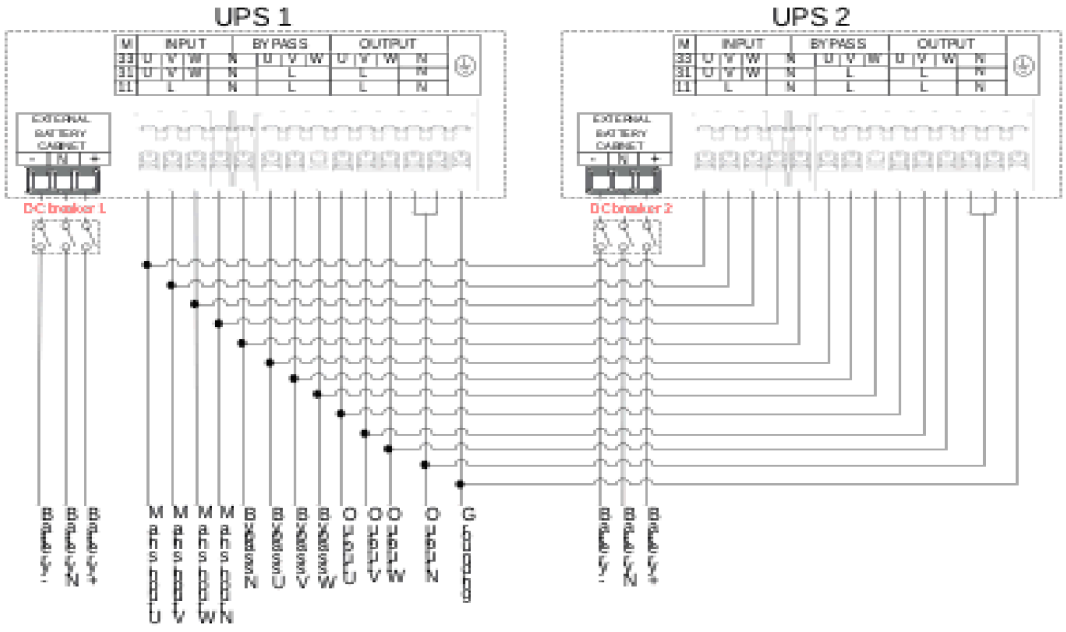
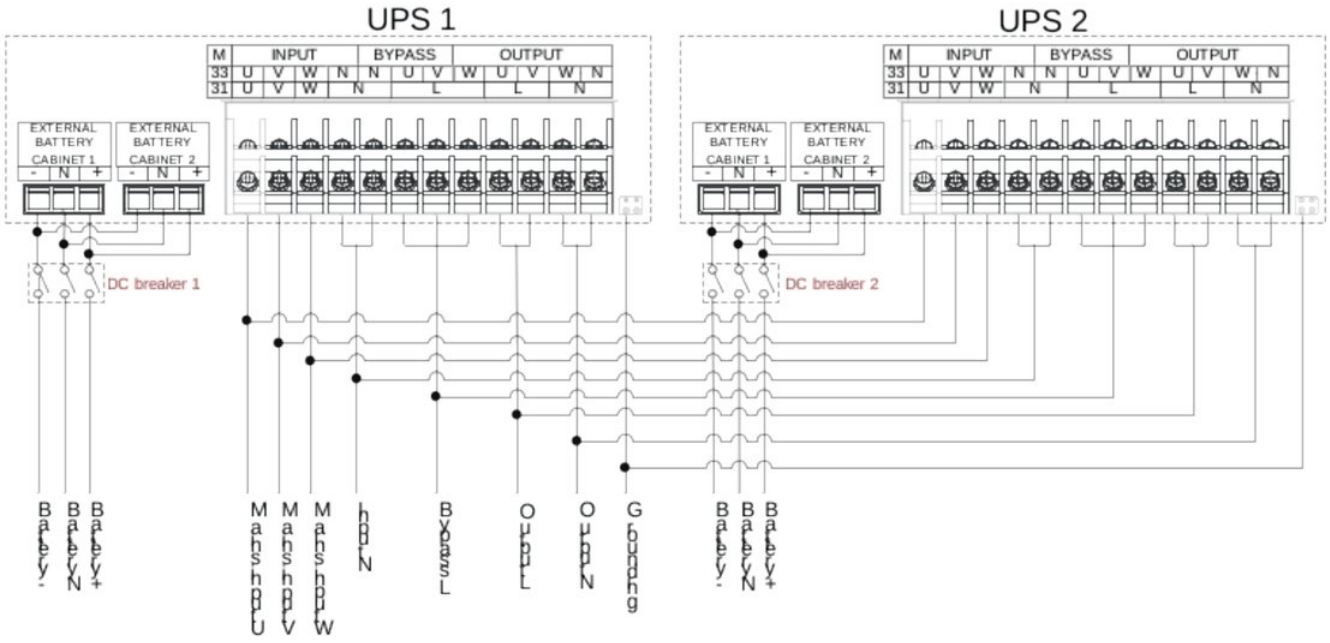

**FIGURE 3-29** 33 mode parallel system wiring diagram of 10K/15K/20K UPS
**FIGURE 3-33** 31 mode parallel system wiring diagram of 30K/40K UPS
2. Connect the input, bypass, output and battery cables of the parallel system as shown in Figure 3-29 to Figure 3-33.